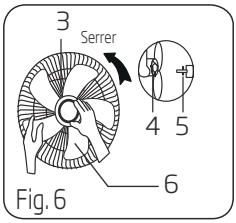

Fig. 6
2. Insérez l'hélice dans l'axe en vous assurant que la tige de l'axe du rotor passe dans l'orifice de l'hélice. Tournez le dispositif de blocage dans le sens inverse des aiguilles d'une montre pour resserrer l'hélice. (Fig. 6)